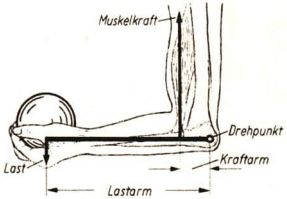

Abb. 137. Der Unterarm als Hebel
Man nennt Hebel, bei denen es nicht auf Kraftersparnis, sondern auf die Erzielung einer größeren Geschwindigkeit ankommt, *Wurfhebel*. Erkläre den Namen! Denke dabei an den Unterarm, bei dem ebenfalls die Muskelkraft am kürzeren Hebelarm angreift (Abb. 137)! Auch viele landwirtschaftliche Geräte, wie die Kartoffelgabel, der Rechen, die Hacke, die Sense, sind Wurfhebel. Erläutere ihre Wirkungsweise!
8. Fertige zu den in 4 und 5 genannten Beispielen einfache Zeichnungen an und kennzeichne in ihnen die Hebel schematisch durch farbige Striche! Deute die wirkenden Kräfte, etwa wie in Abb. 137, durch Pfeile entsprechender Länge senkrecht zu den Linien an, die die Hebel darstellen!